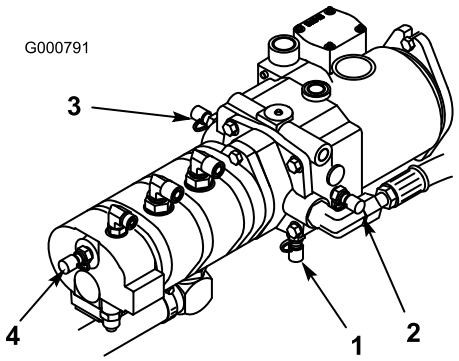

Bild 79
4. Testanschluss D befindet sich unten am Hydraulikgetriebe (Bild 79) und wird zum Messen des Getriebedrucks verwendet.
5. Testanschluss E wird zum Messen des Traktionvorwärtsdrucks verwendet (Bild 79).
6. Testanschluss F wird zum Messen des Traktionrückwärtsdrucks verwendet (Bild 79).
7. Testanschluss G wird zum Messen des Lenkdrucks verwendet (Bild 79).